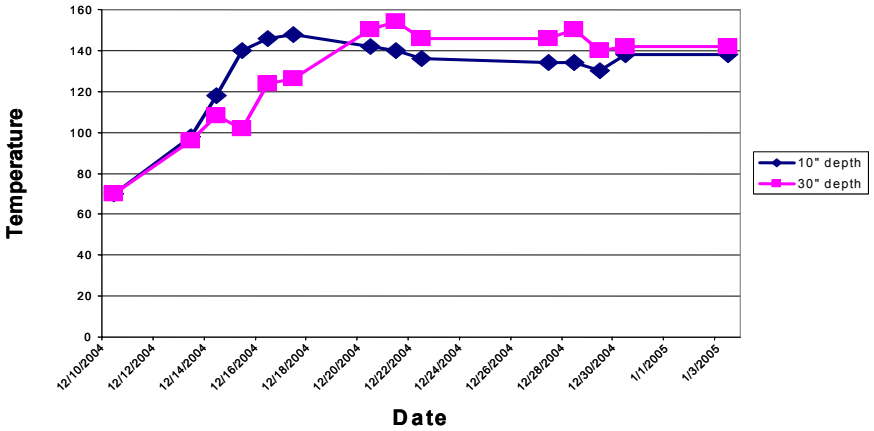

Figure 4. Representative Temperature Graph for Windrow Composting
- Windrow temperatures should reach at least 130° F within the first week (see Figure 4).